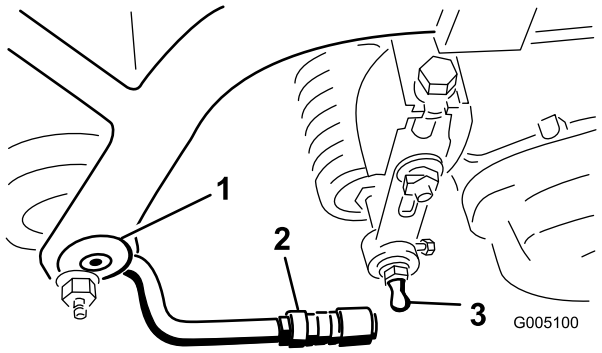

Figur 9
2. Monter en spændeskive og en kugletapskrue på hver ende af den forreste rulle på klippeenhederne (Figur 9).
4. Skyd manchetten tilbage på kugleleddet, og drej trækarmen ned, så muffen passer over kugletapskruen. Slip manchetten, så den glider ned over tapskruen og låser montagerne sammen (Figur 9).